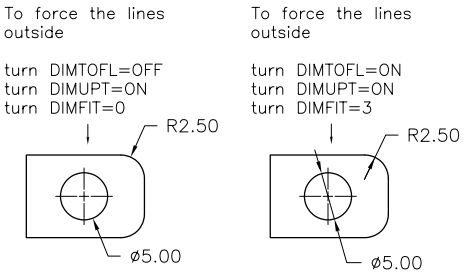

Figure 17-24 *Diameter should be preceded by the diameter symbol*
18. While dimensioning a circle, the diameter should be preceded by the diameter symbol, refer to Figure 17-24. AutoCAD automatically puts the diameter symbol in front of the diameter value. However, if you override the default diameter value, you can use %%c followed by the value of the diameter (%%c1.00) to put the diameter symbol before the diameter dimension.